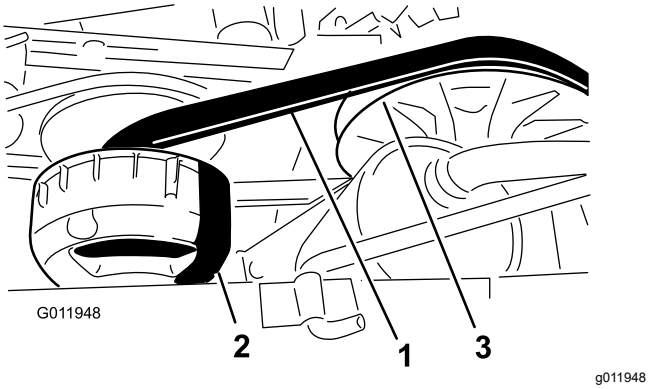

Figura 70
4. Haga girar la correa e inspecciónela (Figura 70) para asegurarse de que no está excesivamente desgastada o dañada.
3. Haga girar la correa y llévela sobre el embrague secundario (Figura 70).
4. Retire la correa del embrague primario (Figura 70).
5. Coloque la correa nueva sobre el embrague primario (Figura 70).
6. Haga girar la correa y llévela sobre el embrague secundario (Figura 70).